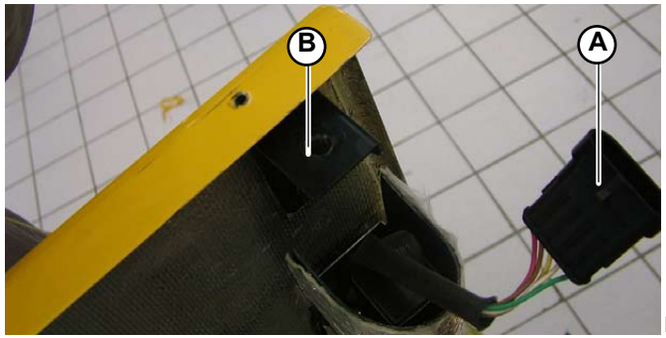

Fig.3
1. Detach the 2 connectors (**A-Fig.3**).
2. Unscrew the 2 screws (**B-Fig.3**) securing the 2 brackets to the rear hood (1 screw for each bracket)